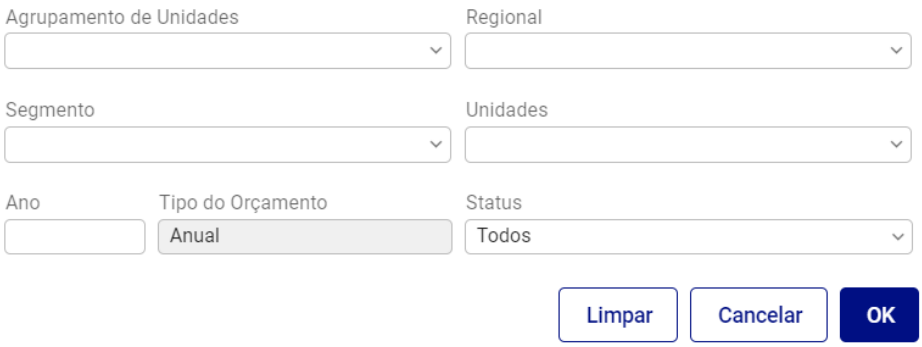

Figura 400: Filtro
3. Na tela de filtro (Figura 400) disponibilizada: